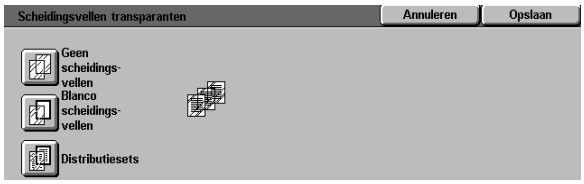

Figuur 16: Geen scheidingsvellen geselecteerd in het scherm Scheidingsvellen transparanten
- **Geen scheidingsvellen** (figuur 16)